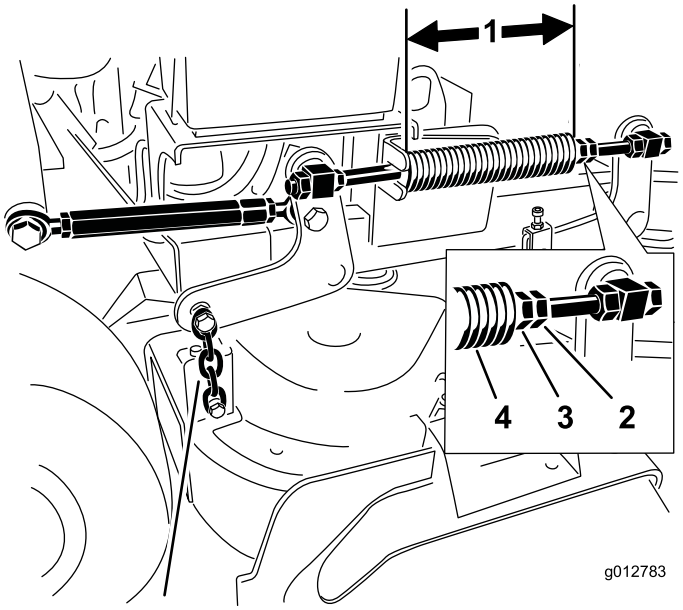

Figure 88
2. Vérifiez la longueur du ressort de compression. La longueur nominale est de 28,2 cm (11-1/8 po) pour les tabliers de coupe de 36 pouces et de 25,7 cm (10-1/8 po) pour les tabliers de coupe de 102 cm (40 po) (Figure 88).
3. Réglez cette distance en desserrant l'écrou de blocage du ressort et en tournant l'écrou devant chaque ressort (Figure 88).
4. Bloquez l'écrou en position en serrant l'écrou de blocage du ressort (Figure 88).